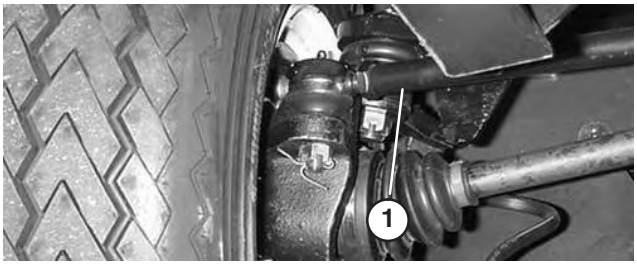

Bild 71
- Lösen Sie am rechten Vorderrad die Klemmmuttern an beiden Seiten der Zugstange (Bild 71).